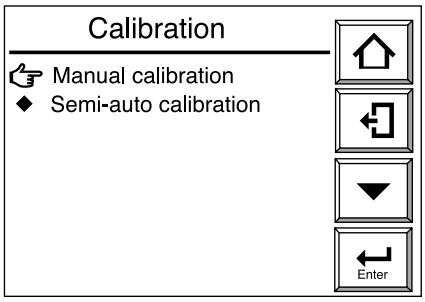

Figura 9.8 Display Calibration
(1) Premere il tasto Configurazione nel display base per visualizzare il display Esecuzione/Configurazione. Selezionare quindi Calibration nel display Esecuzione/ Configurazione. Viene visualizzato il display Calibration illustrato nella figura 9.8.